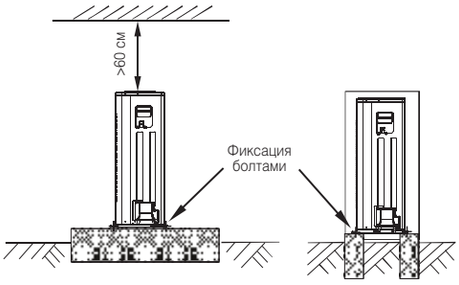

рис. 5-3
- Обеспечьте прочное основание для размещения наружного блока (рис. 5-3).